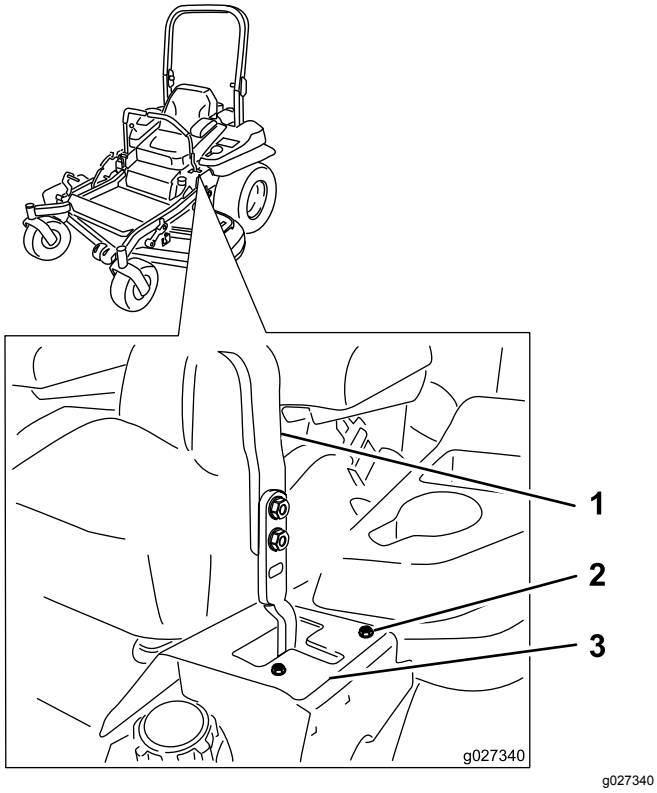

Figura 68
6. Si se desvía hacia la derecha, afloje los pernos y ajuste la chapa del tope izquierdo hacia atrás en la ranura en T de la izquierda hasta que la máquina avance en línea recta (Figura 68).
7. Si se desvía hacia la izquierda, afloje los pernos y ajuste la chapa del tope derecho hacia atrás en la ranura en T de la derecha hasta que la máquina avance en línea recta (Figura 68).
8. Apriete la chapa del tope (Figura 68).